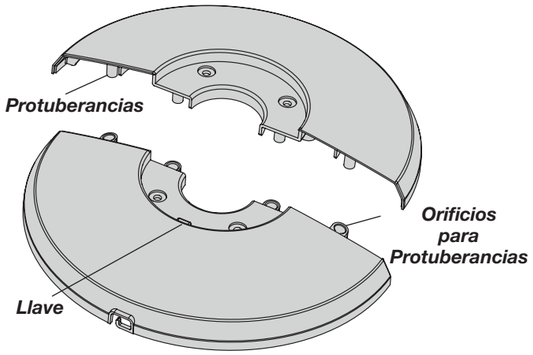

Figura 2
1. Arme la base enclavando las ***Protuberancias*** en los ***Orificios para Protuberancias***. ***(Figura 2)***